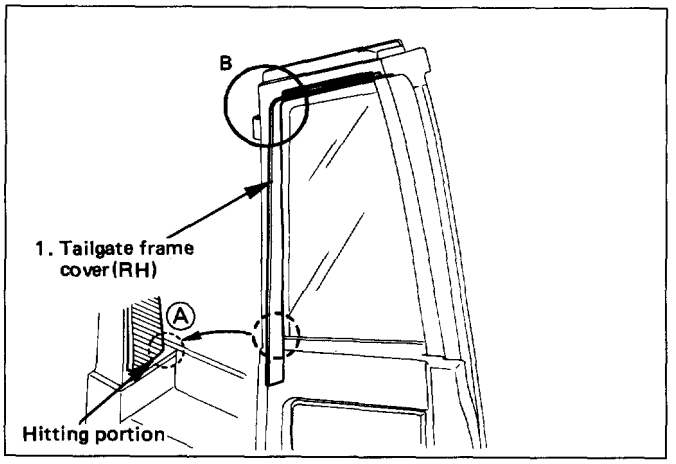

Fig. 10-170
- Hit the lower Ⓐ edge portion of the cover, to install the tailgate. (Fig. 10-170)